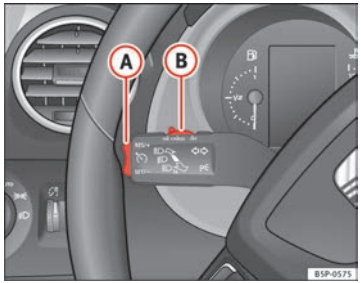

Fig. 150 Turn signal and main beam headlight lever: switch and rocker switch for the cruise control
– Press the lower part **SET/-** of the rocker switch ⇒ Fig. 150 (A) once briefly when you have reached the speed you wish to set.